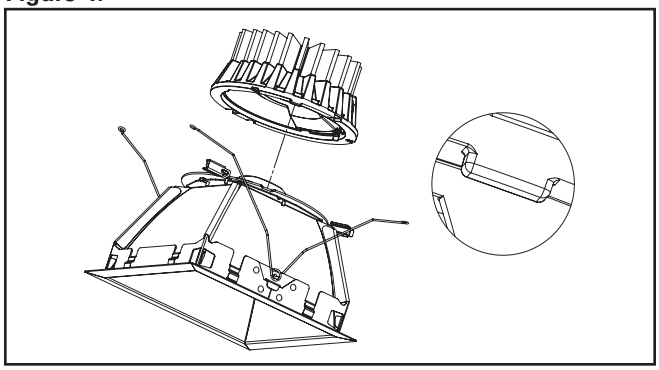

Figure 5.
4. Insérez le moteur lumineux à DEL sur l'assemblage de la garniture. Alignez la languette sur le moteur lumineux à DEL sur l'assemblage de la garniture (Figure 5).